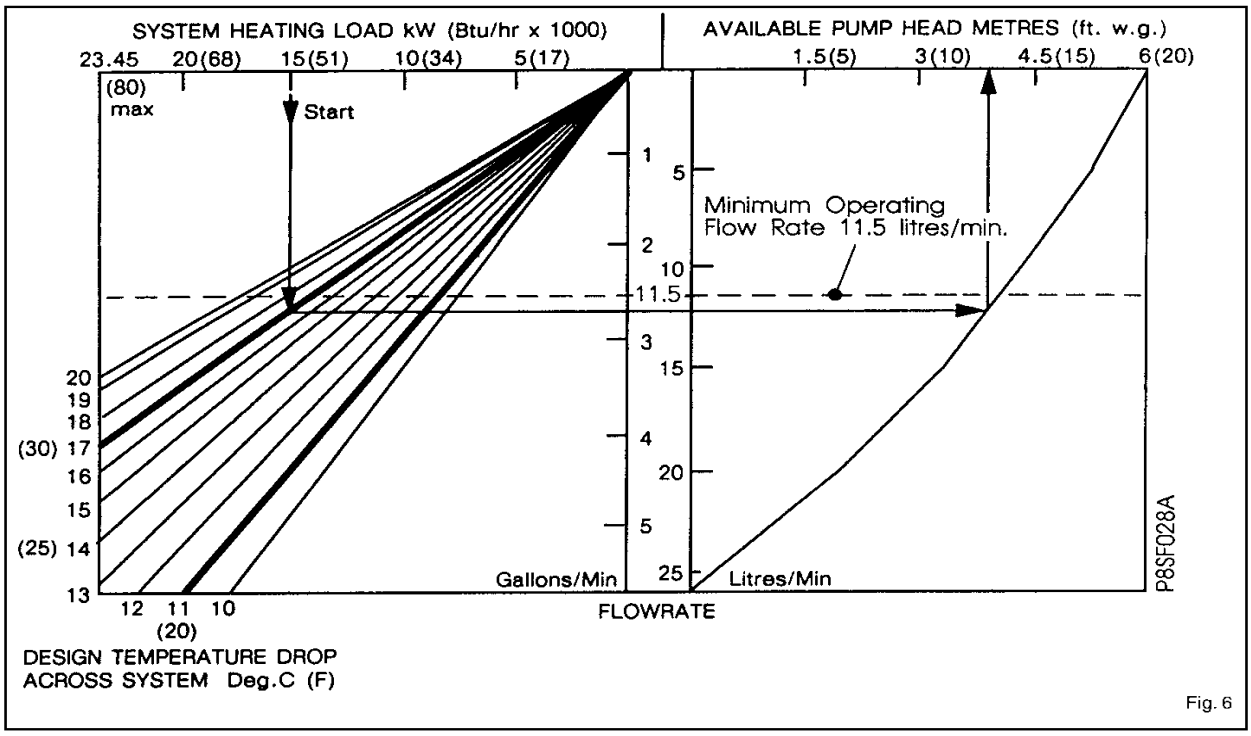

Fig. 6
The circulating pump fitted within the appliance should be capable of satisfying most system requirements. Fig. 6 indicates the amount of pump head available for the system. The boiler resistance is already taken into account in this curve.
**HOW TO USE FIG. 6.**